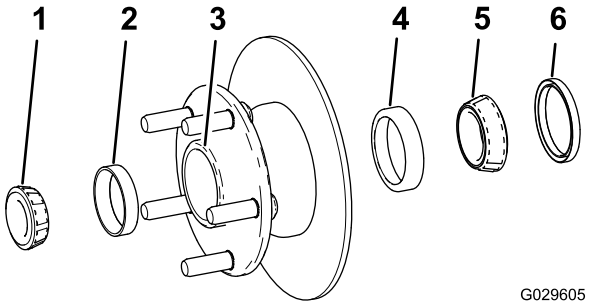

Figur 34
1. Avlägsna det yttre lagret och lagerbanan från navet (Figur 34)
2. Avlägsna tätningen, det inre lagret och lagerbanan från navet (Figur 34)
5. Avlägsna allt fett, smuts och skräp från håligheten i navet (Figur 34).
7. Montera de inre och yttre lagerbanorna på navet (Figur 34).
8. Fyll navets hålighet till 50–80 % med angivet fett (Figur 34).
9. Montera det inre lagret på banan på navets insida, och montera tätningen (Figur 34).